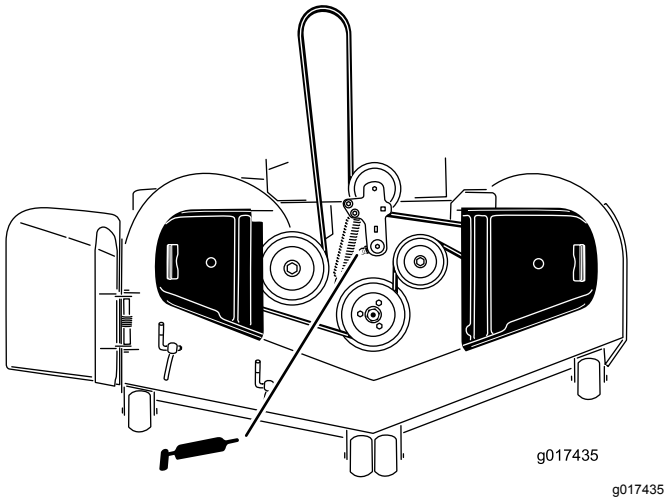

図 38
3. 刈り込みデッキのアイドラプーリのピボットにグリスを注入するグリスが下から漏れてくるまで入れること図 38。